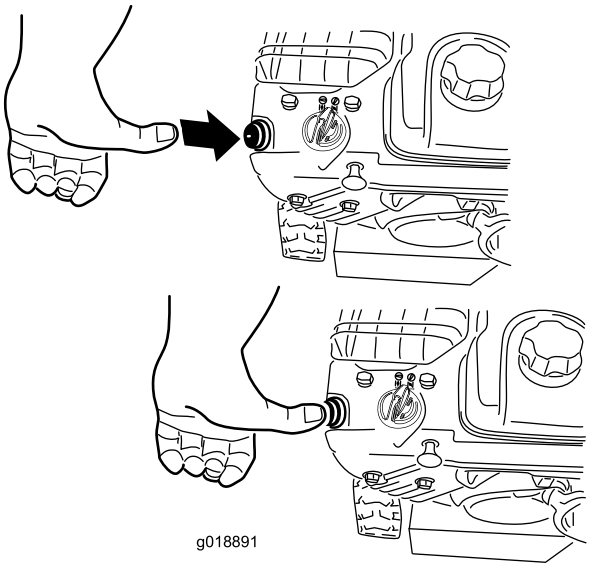

Figur 22
4. Trykk inn primeren med tommelen to ganger (-9 °C eller over) eller fire ganger (under -9 °C), og hold primeren inne i ett sekund før du slipper den, hver gang du trykker den inn (Figur 22).